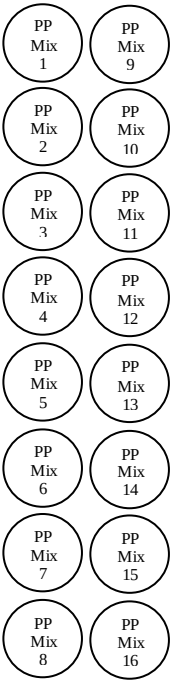

Figure 1. The position of PP Mixes on plate/strip
7.5.2 Dispense 8µl of each PP mix into the 96-Well Plate/8-Tube Strip according to the Figure 1.